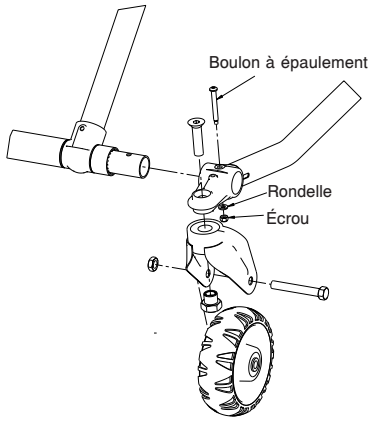

Figure 60
4. À l'aide d'une clé mixte de 3/8 et 7/16 po, retirer les quatre boulons d'articulation qui fixent le tube aux traverses tubulaires de la base (consulter la Figure 60).
4. À l'aide d'une clé mixte de 3/8 et 7/16 po, retirer les quatre boulons d'articulation qui fixent le tube externe aux traverses tubulaires de la base (consulter la Figure 60 à la page 60).
3. À l'aide d'une clé mixte de 3/8 et 7/16 po, retirer les quatre boulons d'articulation qui fixent le tube externe aux traverses tubulaires de la base (consulter la Figure 60 à la page 60).